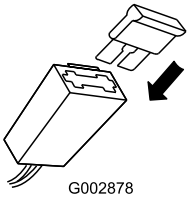

Figuur 39
2. Vervang de zekering in de zekeringhouder (Figuur 39).